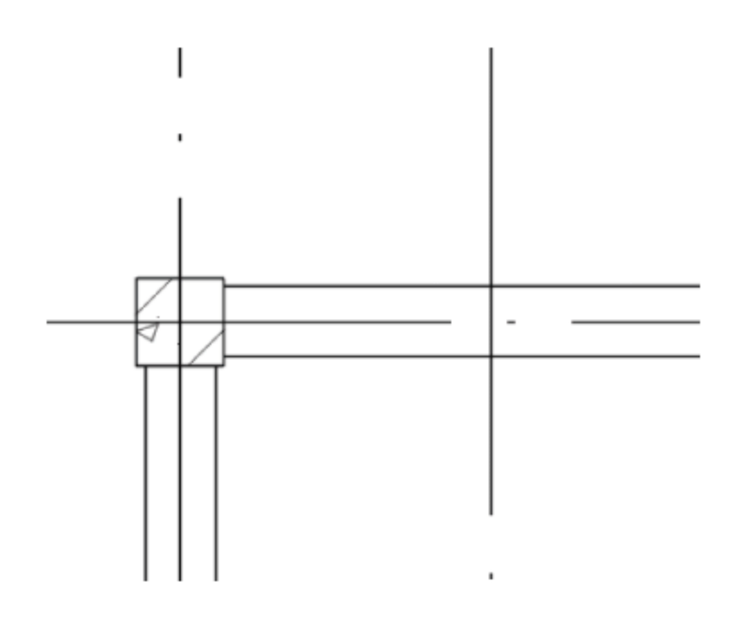

图 5-25 柱子替换
柱子替换如图 5-25 所示。
(1) 单击菜单中“墙体”→“标准柱”命令，打开“标准柱”对话框，在柱子尺寸区域，在“横向”中选择“300”，在“纵向”中选择“300”，在“材料”中选择“钢筋混凝土”，在“柱高”中选择默认数值为“3300”，在“转角”中选择默认数值为“0”，在插入方式中选择“柱子替换”。
(2) 在绘图区域单击激活，选择需要替换的柱子，如图 5-25 所示。命令行提示如下。